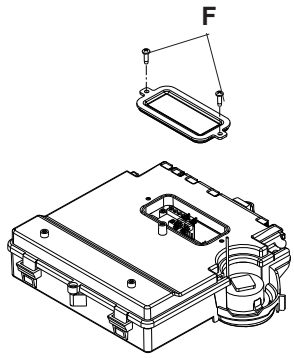

рис. 4.16
- отвинтите винты (F) (рис. 4.16), чтобы снять крышку клеммной колодки (230 В)